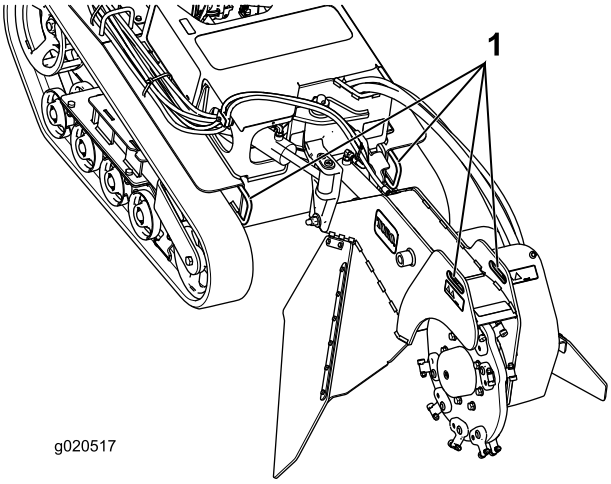
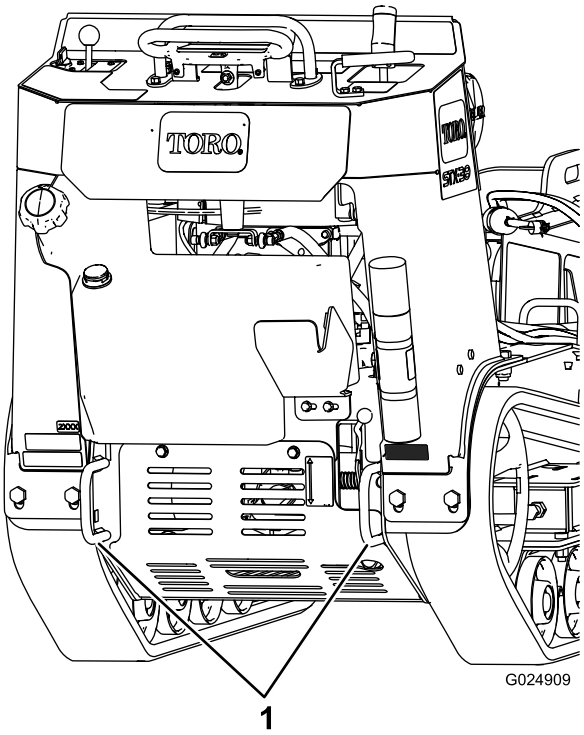

**Figur 22**
**Figur 23**
3. Fäst maskinen på släpet med kedjor eller band. Använd fäst-/lyftöglorna på maskinens fram- och baksida (Figur 22 och Figur 23).
Du kan lyfta maskinen genom att använda fäst-/lyftöglorna som lyftpunkter (Figur 22 och Figur 23).